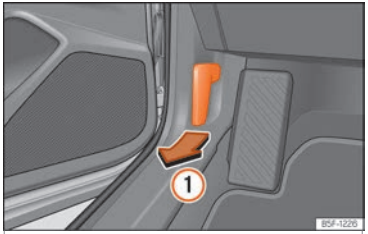

Fig. 221 Levier de déverrouillage sur le plancher, côté conducteur.
- Ouvrez la porte et tirez le levier situé sous le combiné d'instruments ››› fig. 221 ①.